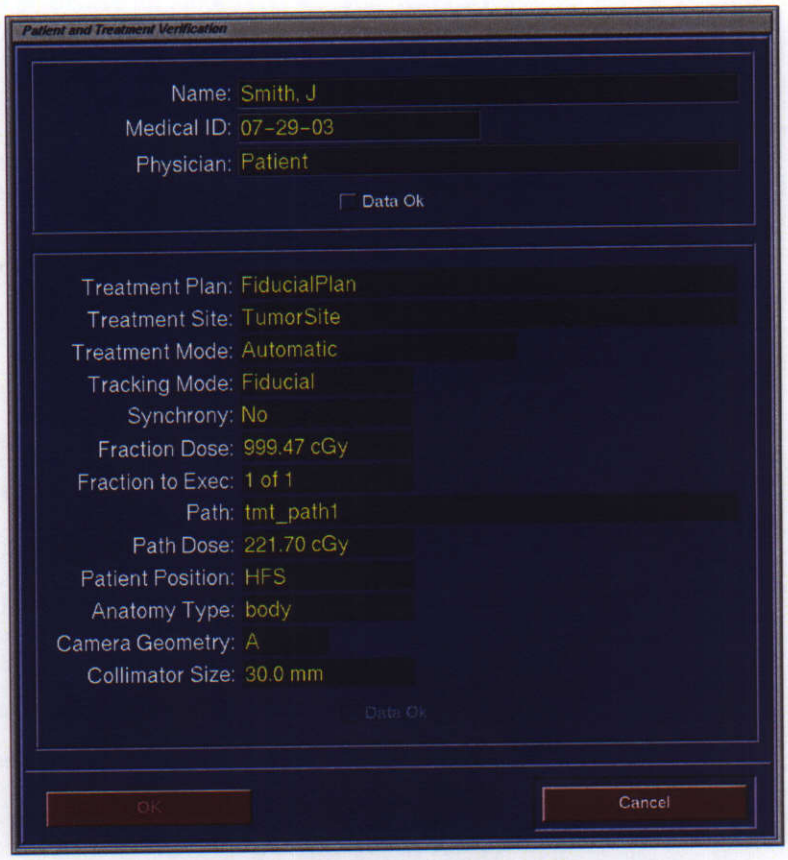

**Figure 8 Patient and Treatment Verification**
**Step 2.** The Patient And Treatment Verification window (*Figure 8 Patient and Treatment Verification, page 9*) will appear.
After a path has been selected from the Treatment Paths window, the Patient And Treatment Verification window (*Figure 8 Patient and Treatment Verification, page 9*) appears. The window contains a patient information verification section and a treatment information section.